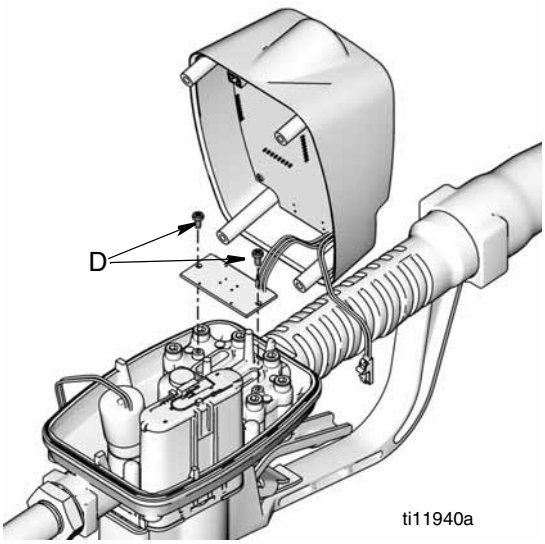

FIG. 34
6. Retirez les deux vis (D) qui maintiennent la plaque du contact ampoule à la plaque du couvercle (FIG. 34). Conserver ces vis pour le remontage. Démonter le couvercle.